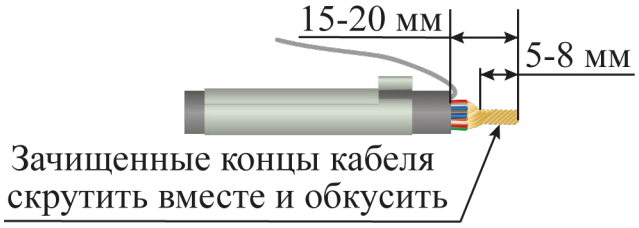

Рисунок 4.6
– зачищенные концы кабеля скрутить вместе и обкусить так, чтобы длина зачищенных концов составила 5 – 8 мм (рисунок 4.6);